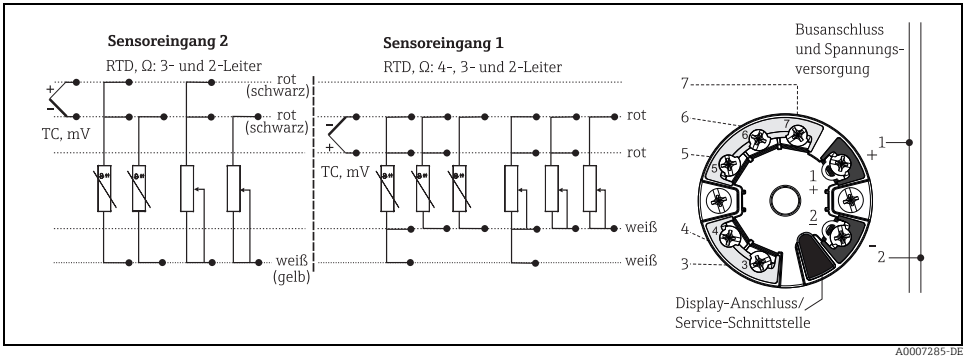
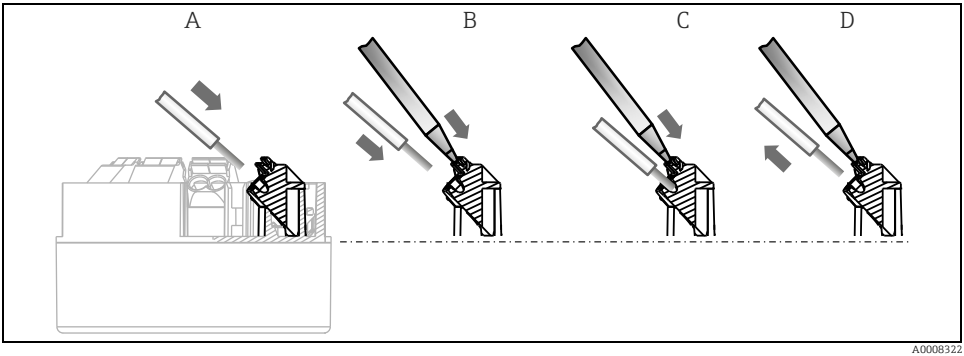

Abb. 5: Verdrahtung des Kopftransmitters
Abb. 6: Federklemmenanschluss
3. Schließen Sie die Leitungen gemäß → Abb. 5 an. Ist der Kopftransmitter mit Federklemmen ausgestattet, beachten Sie besonders → Abb. 6.
Sind alle Schraubklemmen gut angezogen, bzw. die Verbindungen der Federklemmen geprüft?	→ Abb. 6